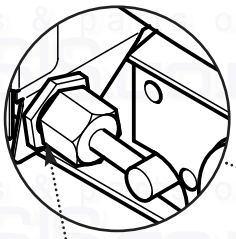

Fig. 26
6. Disconnect the gas supply to the fire at the gas tap elbow connection (Fig. 26).